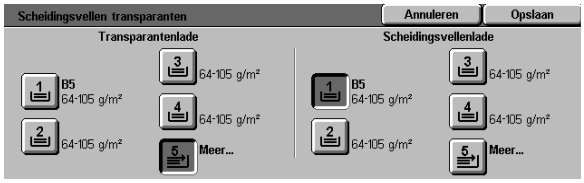

Figuur 18: Scherm Scheidingsvellenlade
- Onder Scheidingsvellenlade (figuur 18) de papierlade selecteren die u wilt gebruiken voor de scheidingsvellen.